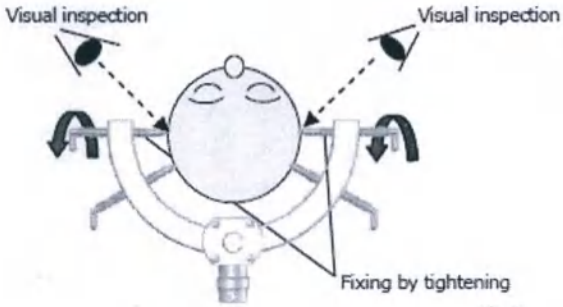

Fig.3
3) В завершение поверните шипы-фиксаторы, которые были предварительно затянуты, на 1/4 - 1/2 оборота для окончательной затяжки (Рисунок 3). Чрезмерное затягивание шипов-фиксаторов может привести к образованию трещин, вдавливаний или проникновению шипа-фиксатора в череп, или глубоким порезам кожи. Проявляйте особую осторожность при затяжке Шипов-фиксаторов.